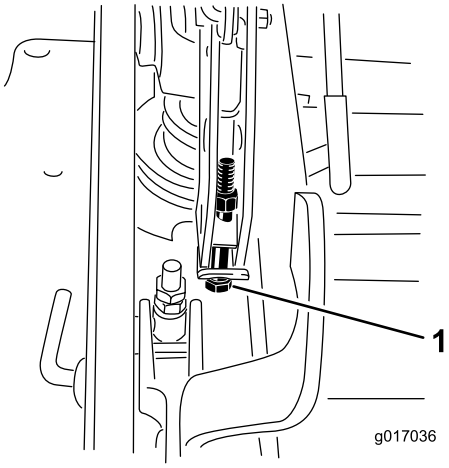

Figur 96
13. Hvis klippeenheten er for lav, kan du stramme til ettrinnsjusteringsbolten ved å vri den med urviseren. Hvis klippeenheten er for høy, kan du løsne ettrinnsjusteringsbolten ved å vri den mot urviseren (Figur 96).